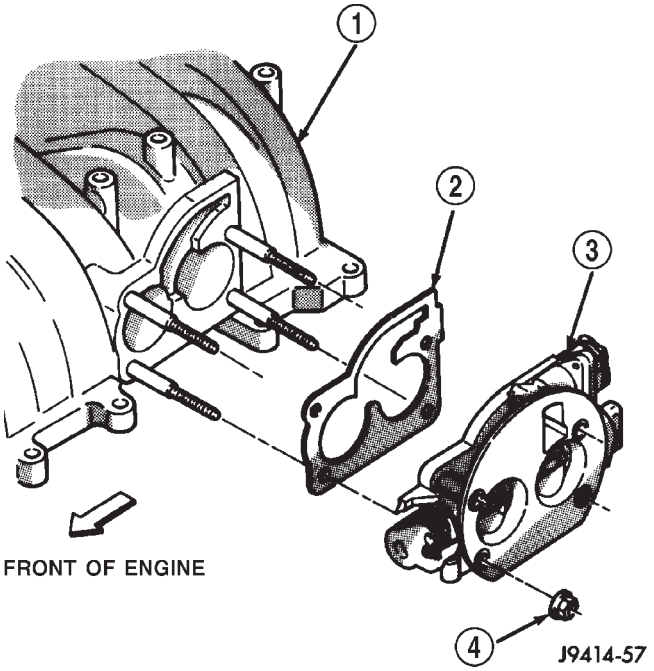

Fig. 42 Throttle Body Mounting Nuts—8.0L Engine
(2) Remove the 4 air cleaner housing mounting nuts and remove housing from throttle body.
(3) Disconnect throttle body electrical connectors at the IAC motor and TPS.
(4) Remove all control cables from throttle body (lever) arm. Refer to the Accelerator Pedal and Throttle Cable section of this group for additional information.
(5) Remove four throttle body mounting nuts (Fig. 42).